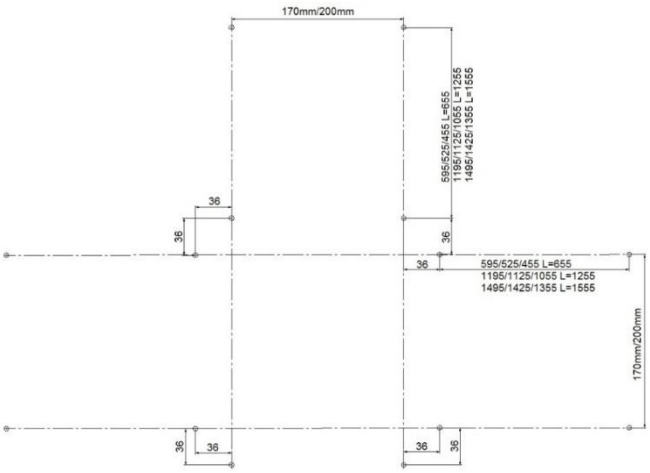

Fig. 9
*1. Hang the ceiling light from the ceiling, drilling it according to the indications in Figure 9 (center distance with suspensions 170mm with kit KS352Z 200mm).*